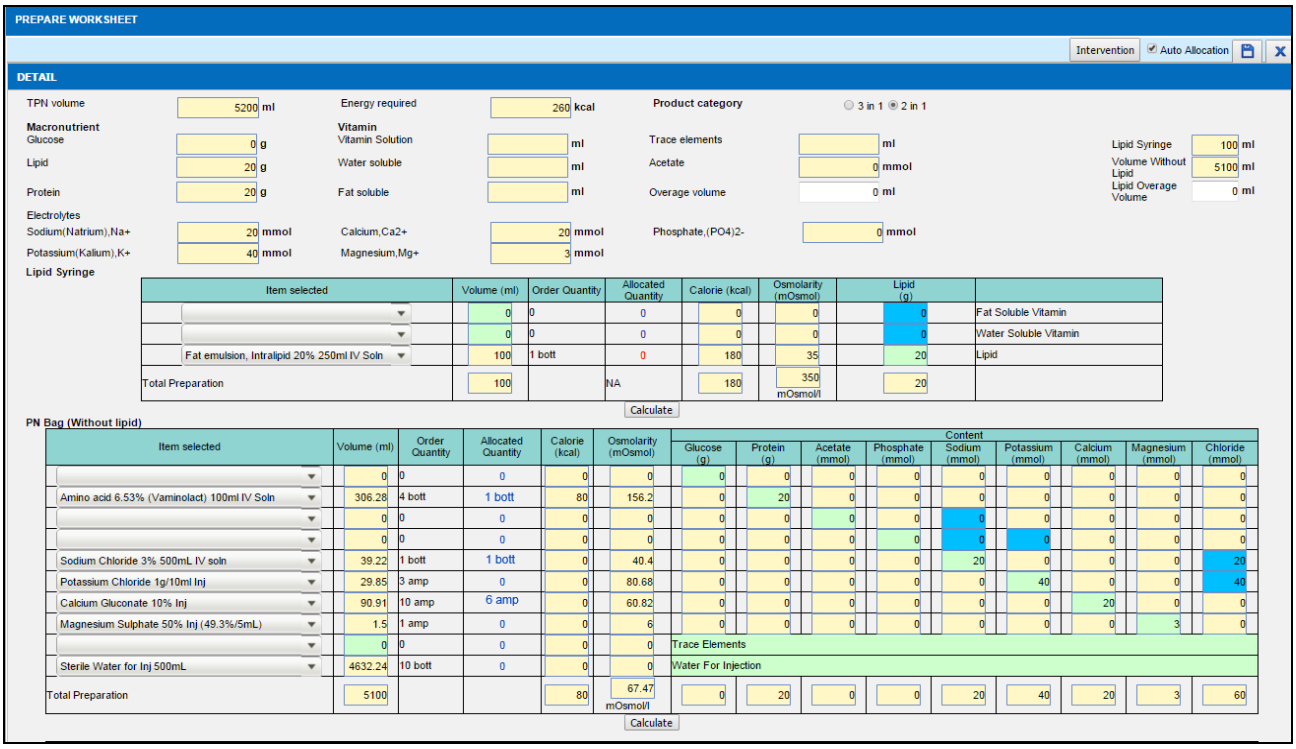

Figure 4.6-13 Prepare Worksheet
- ***Allocated Quantity*** *column will be automatically calculated and displayed by system as per Figure 4.6-13.*